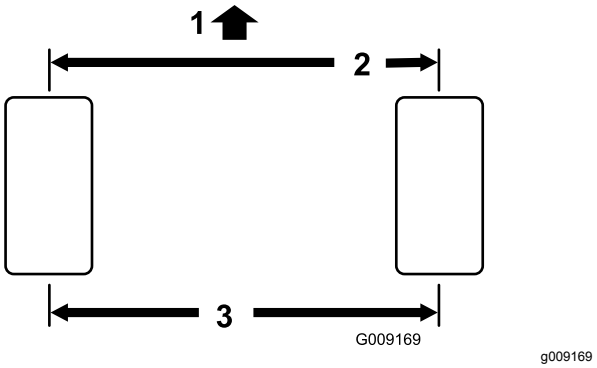

Figur 76
1. Mät avståndet från mitt till mitt (vid axelhöjd) framtill och baktill på styrhjulen. Det främre måttet ska vara 3 mm mindre än det bakre måttet (Figur 76).